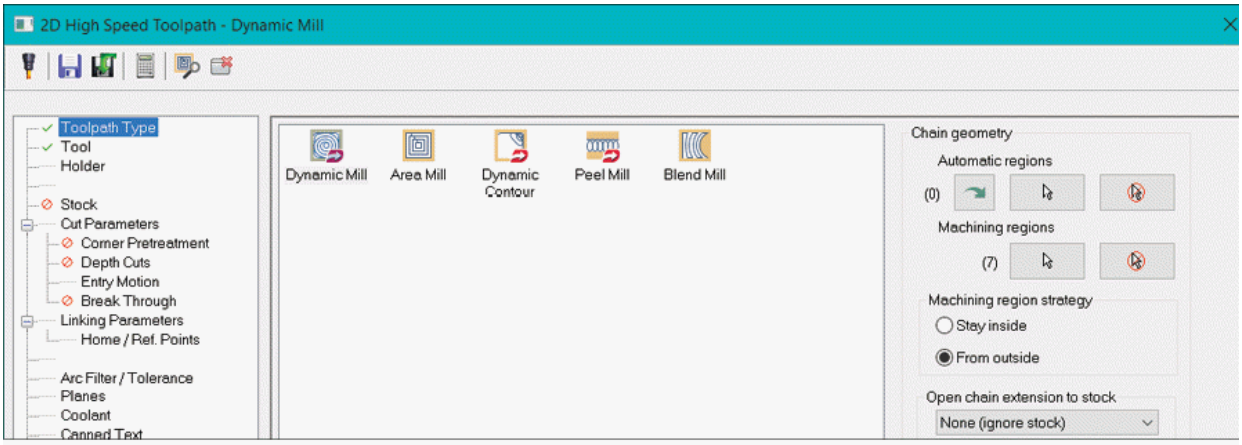

Figure-33. From outside machining region strategy
- Select the **From outside** radio button from the **Machining region strategy** area of the dialog box; refer to Figure-33.